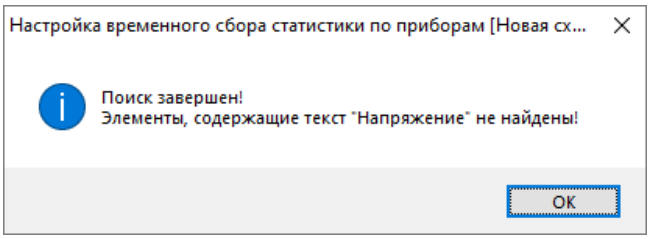

Рисунок 12-147 Уведомление о завершении поиска и отсутствии найденных элементов
– если в списке параметров для опроса нет параметров, наименование которых содержит введенное сочетание символов, то появится окно с соответствующим уведомлением (см. Рисунок 12-147) о завершении поиска и отсутствии найденных элементов.
В журнале инициализации (см. Рисунок 12-147) отображается информация о процессе инициализации объектов сбора статистики с указанием адреса и наименования объекта.